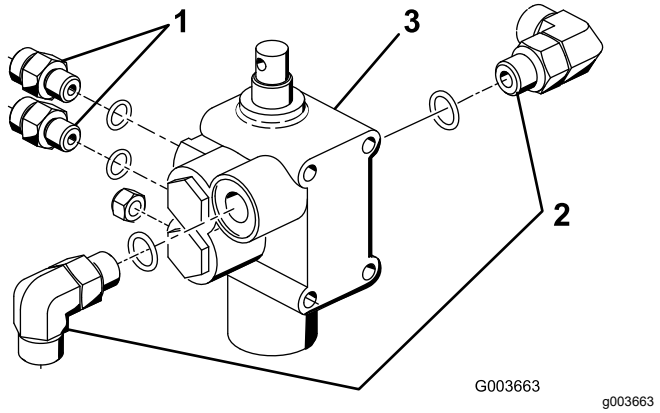

Figur 8
1. Skru begge 90°-fittings og de 2 lige hydraulikfittings ind i den nye løfteventil som vist i Figur 8.